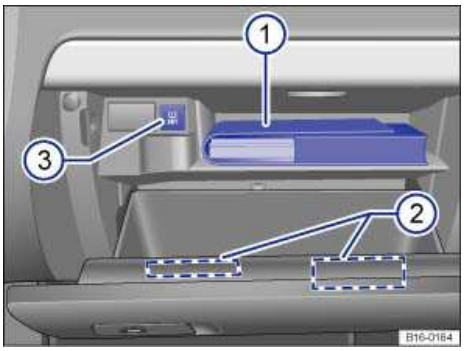

Fig. 103 Inside the glove compartment.
Key to ⇒ fig. 103:
The Owner's Manual is in this glove compartment slot ⇒ fig. 103 (1). Always keep the Owner's Manual in this slot.